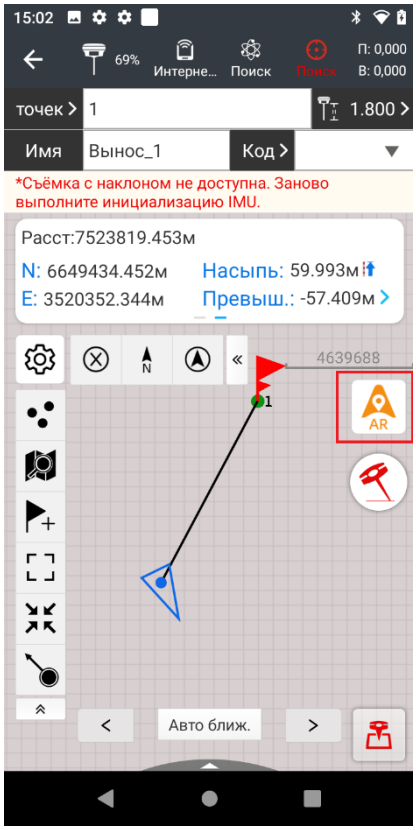

Рис. 2.85
2. Нажимаем на иконку **AR** (Рис. 2.85).